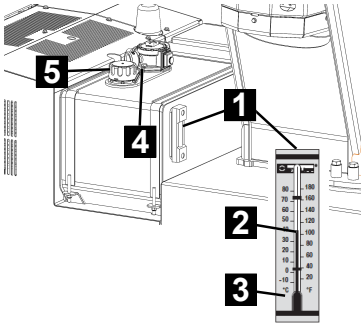

Fig. 193
4. Check the oil level max. (Fig.193/1) and min. (Fig.193/3) on the oil tank.
5. The hydraulic oil must be filled up to the max. marking (Fig.193/1). If necessary, top up.
6. To do so, open the padlock (Fig.193/4) and remove it.
7. Unscrew the cap (Fig.193/5) from the hydraulic tank.
8. Top up the hydraulic fluid to the maximum mark on the inspection glass via a filter unit with a 10 µm filter (Fig.193/1).
10. Screw the cap (Fig.193/5) back on.
11. Secure the cap using the padlock (Fig.193/4).